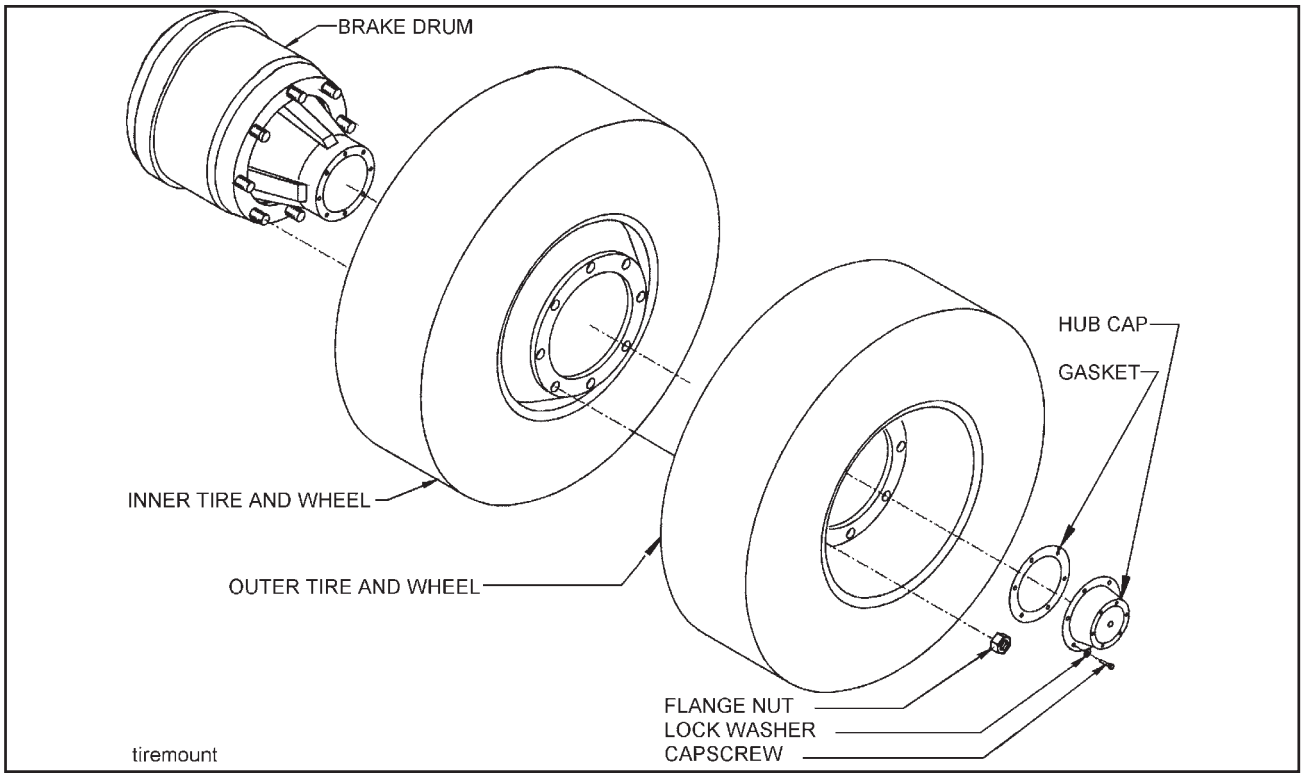

Figure 4-19 Mounting Tires and Wheels
a. Make sure that all mounting surfaces are clean and free of rust, dirt or paint. A wire brush may be used to clean these surfaces **(See Figure 4-19)**.